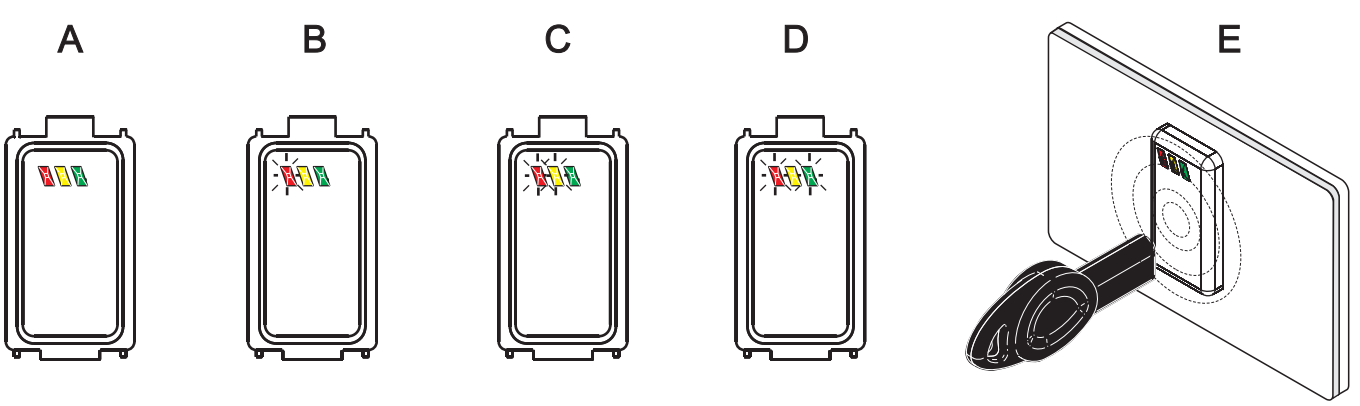

Figura 5 *Disinserimento/Inserimento con lettore ECLIPSE2.*
1. Avvicinare la chiave all'area sensibile del lettore: le spie cominceranno ad accendersi alternativamente ad intervalli di 2 secondi, come mostrato in Figura 5.